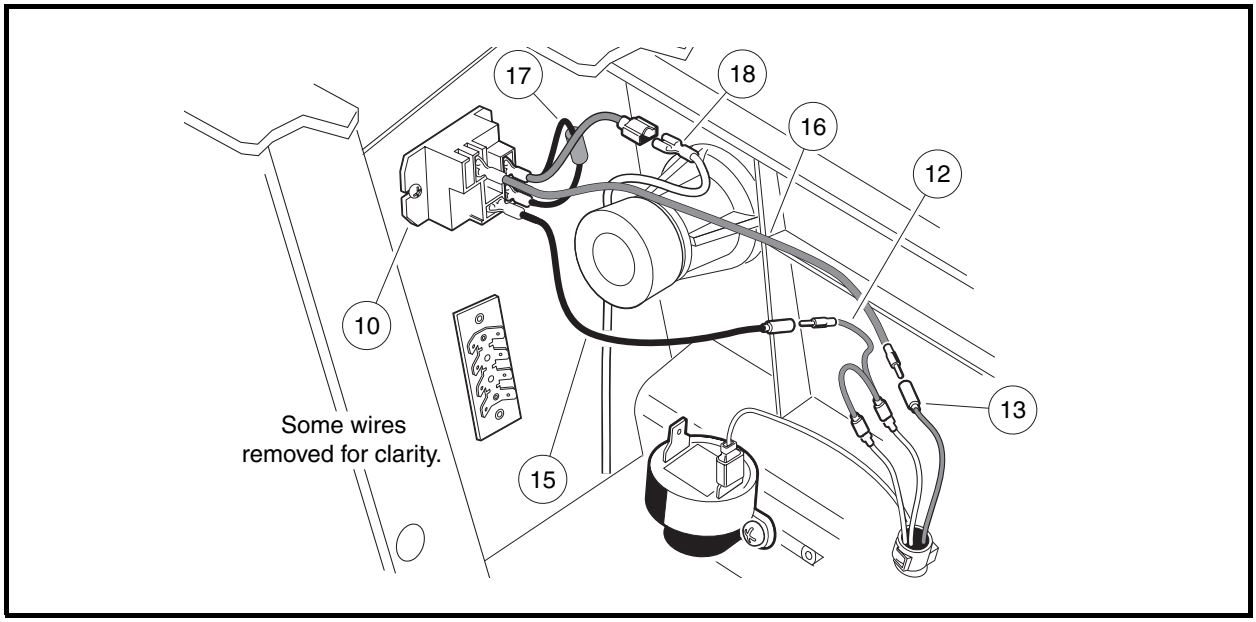

Figure 11-47 Brake Light Relay Test
6.1. Remove the voltage suppressor wires (17) from the relay coil terminals **(Figure 11-47, Page 11-44)**.
7.2. Locate the red jumper wire (12) in the area behind the center dash panel **(Figure 11-47, Page 11-44)**.
7.5. Bypass the relay by connecting the red jumper wire (12) to the brown wire (13) as shown **(Figure 11-47, Page 11-44)**.
11.1. Disconnect the voltage suppressor assembly (17) from the relay coil terminals **(Figure 11-47, Page 11-44)**.